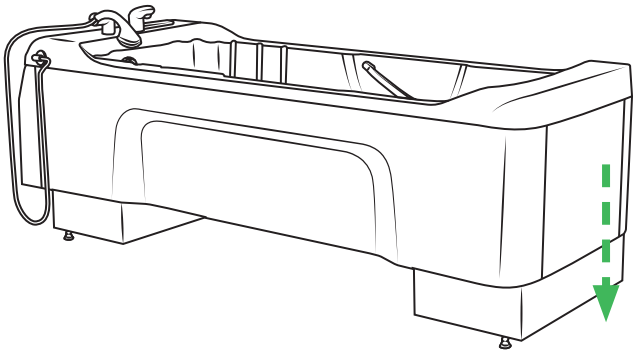

Afbeelding 20
2. Zet de Classic Line 2 badkuip in de laagste positie. Zie Afbeelding 20.